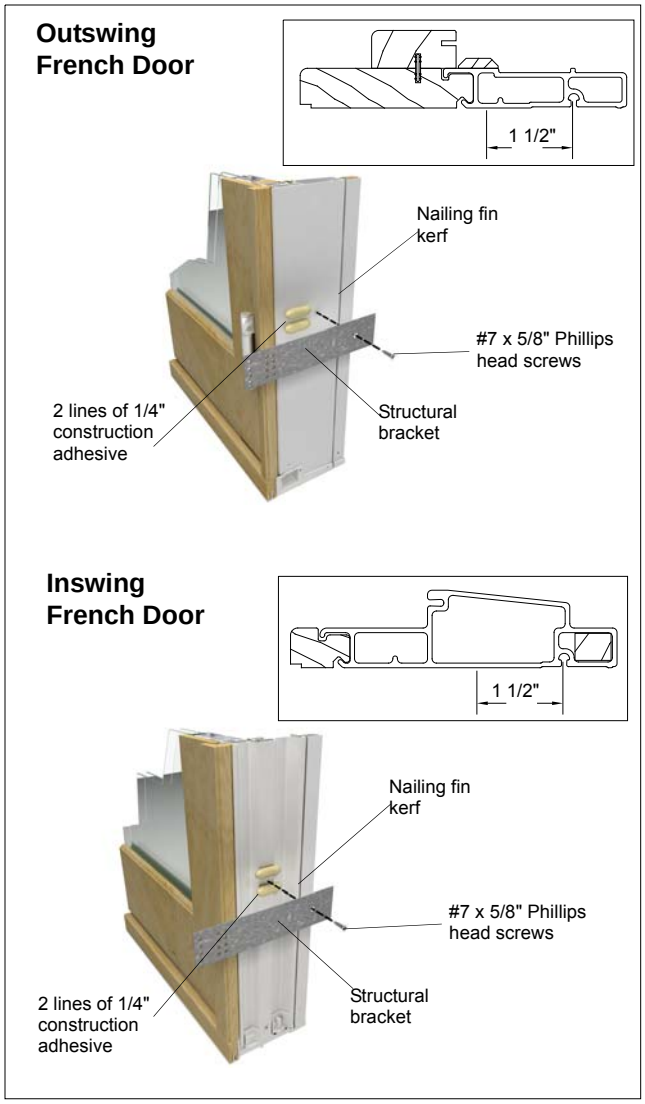

Figure 4 Inswing and Outswing French Door.
2. Apply two 1/4″ (6) beads of construction adhesive on frame where brackets will be placed. See figure 4.
3. Attach bracket to head jamb or side jambs with one #7 x 5/8″ Phillips flat head wood screw as shown in figure 4.(For Impact mullions, see additional steps for application of the mull bracket in “Impact Mull Brackets” on page 4.)